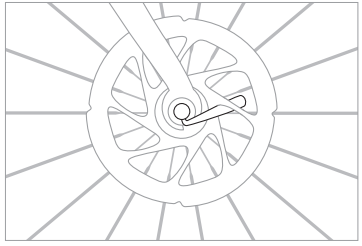

Figura 1.4: Si la leva del cierre rápido está mal colocada puede interferir en el sistema de frenos.
• Si la rueda está equipada con un cierre rápido, comprueba que la leva esté correctamente colocada y acoplada (en línea con la vaina o la horquilla) y que no interfiera con los radios o el sistema de frenos de disco al girar la rueda (Figura 1.4).